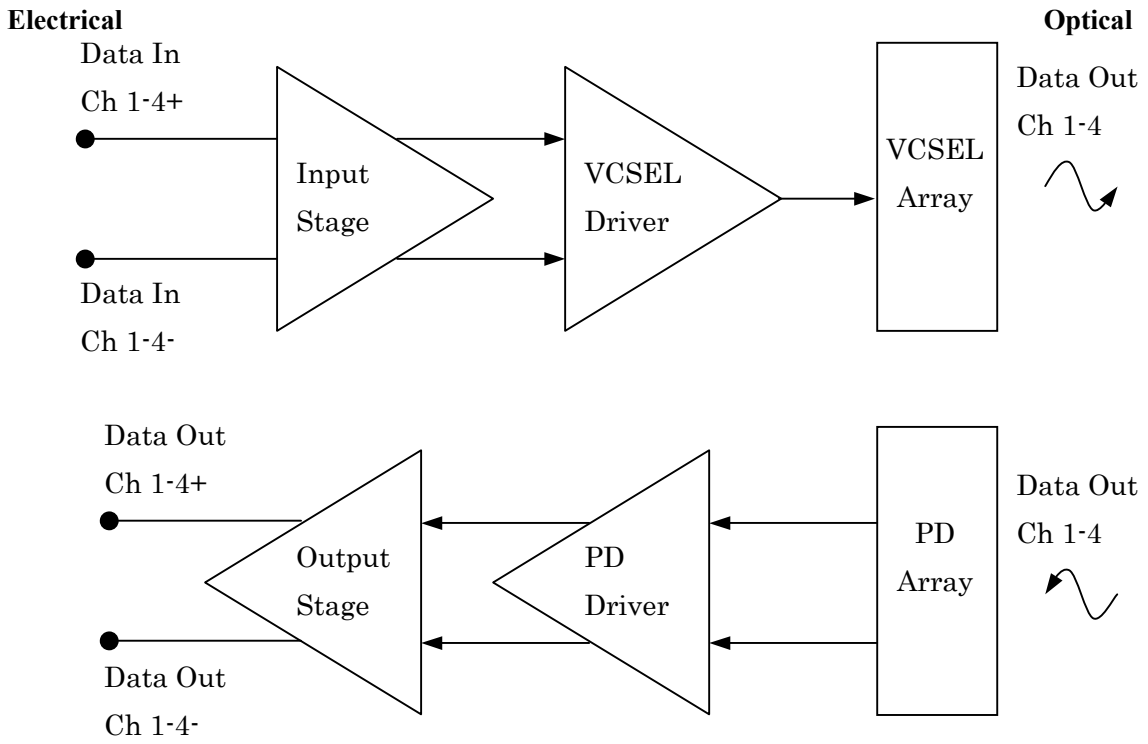

Figure 1: Functional Block Diagram
2. Optical Modulation Amplitude (OMA) is provided to specify link performance. OMA can be related to average power and extinction ratio using the graph in Figure 1. The minimum ER emitted by the transmitter is 4 dB.
4. Total contributed jitter (TJ) is given assuming detected bit-error ratio equal to 10^{-12}.